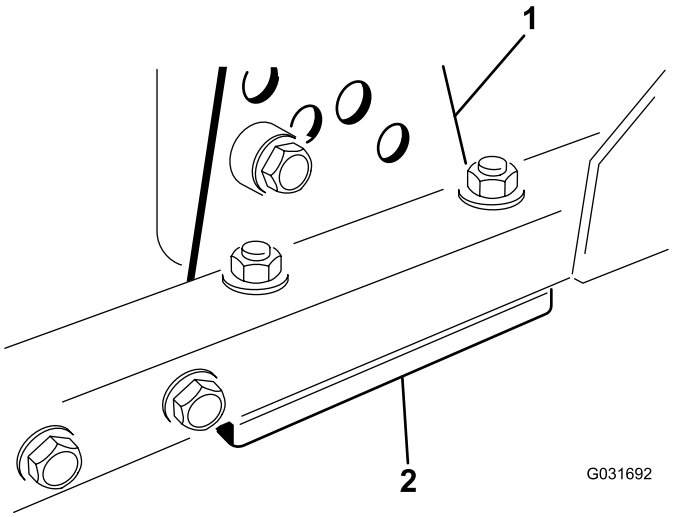

Figur 64
1. Avlägsna klipphöjdsfästet (det främre, vänstra eller högra) från däckramen (Figur 64).
2. Justera mellanlägg på 1,5 mm och/eller 0,7 mm mellan däckramen och fästet för att erhålla önskad höjdinställning (Figur 64).